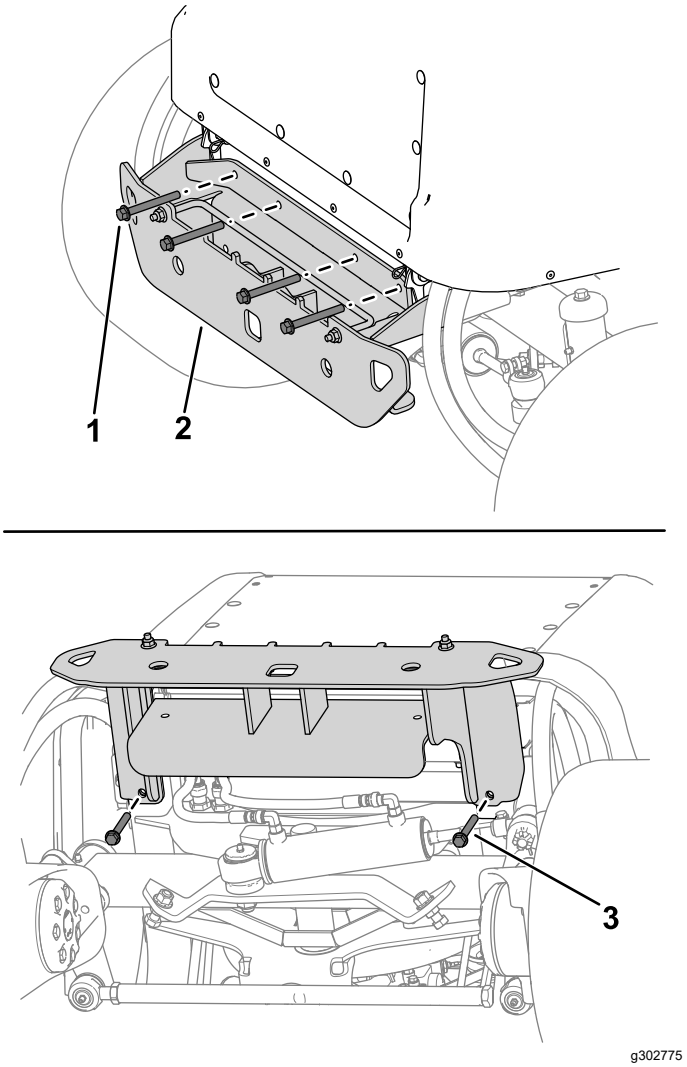

**Figura 14**
2. Utilizzate 4 bulloni (⅜" x 3¼") e 4 dadi (⅜") per fissare senza serrare la zona superiore del paraurti al telaio della macchina, come mostrato nella Figura 14.
3. Utilizzate 2 bulloni (⅜" x 2¾") e 2 dadi (⅜") per fissare senza serrare il paraurti sotto al telaio della macchina come mostrato nella Figura 14.